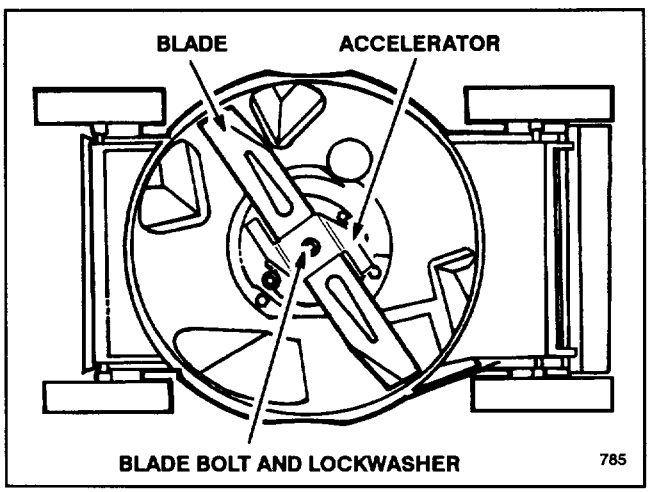

Figure 16
3. Tip mower on its right side (Fig. 16). Avoid rotating blade as starting problems may result.
5. REMOVING BLADE—Grasp end of blade using a rag or thickly padded glove. Remove blade bolt, lockwasher, accelerator, and blade (Fig. 16).